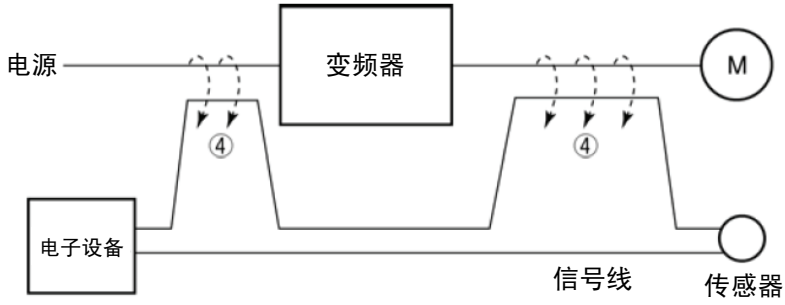
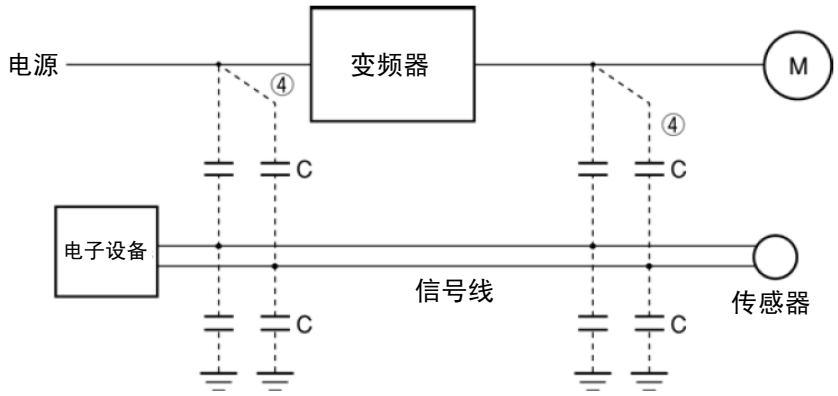

图 A.4　电磁感应干扰
图 A.5　静电感应干扰
(2)　感应干扰
如果外围设备的电线或信号线靠近变频器的输入侧和输出侧的电线（含有干扰电流），则由于电磁感应（图 A.4）或静电感应（图 A.5）使外围设备的电线或信号线感应到干扰。这种干扰即为④的感应干扰。